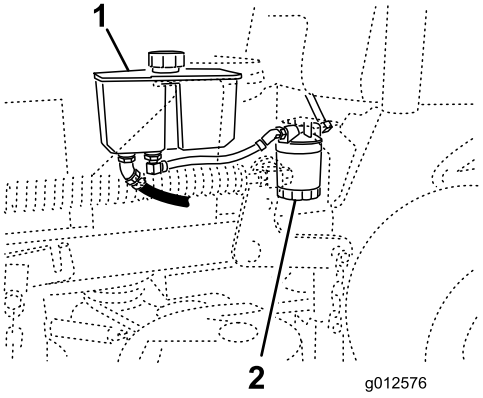

**Figur 76**
3. Finn filteret og plasser tappefatet under filteret (Figur 76).